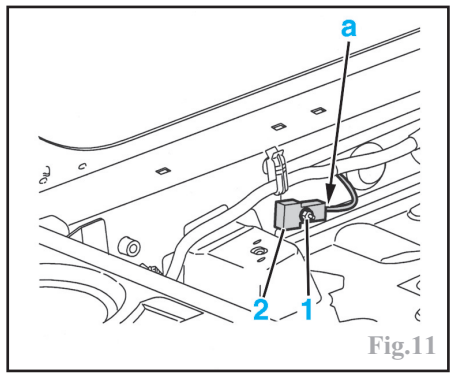

Fig.11
Déposer l'écrou (1) et le connecteur en (a) (Fig.11).